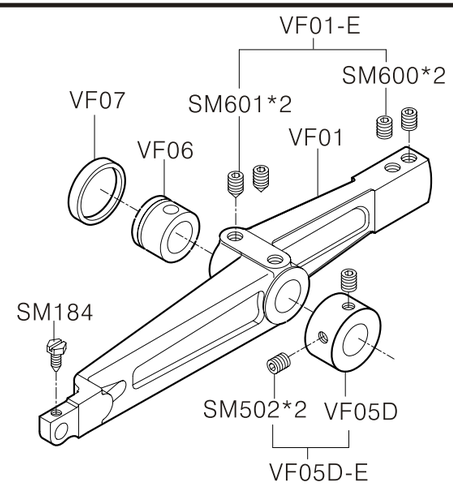
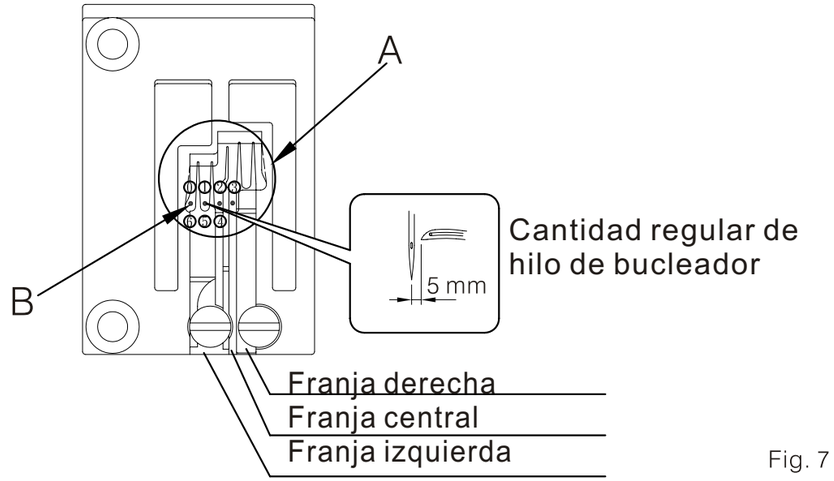

Fig. 6
Fig. 7
3. Ajuste posición frontal/posterior: (Fig. 6, Fig. 7)
1. El punto B del rango A en la Fig. 7 indica la posición de las puntadas. Cada número significa la posición de la puntad de un ciclo de la polea. (Para doble agujas, la posición de la puntada de la aguja izquierda debe ser tomada como referente).
1. Mueva la aguja a la primera franja en la placa aguja para ajustar (Fig. 7)